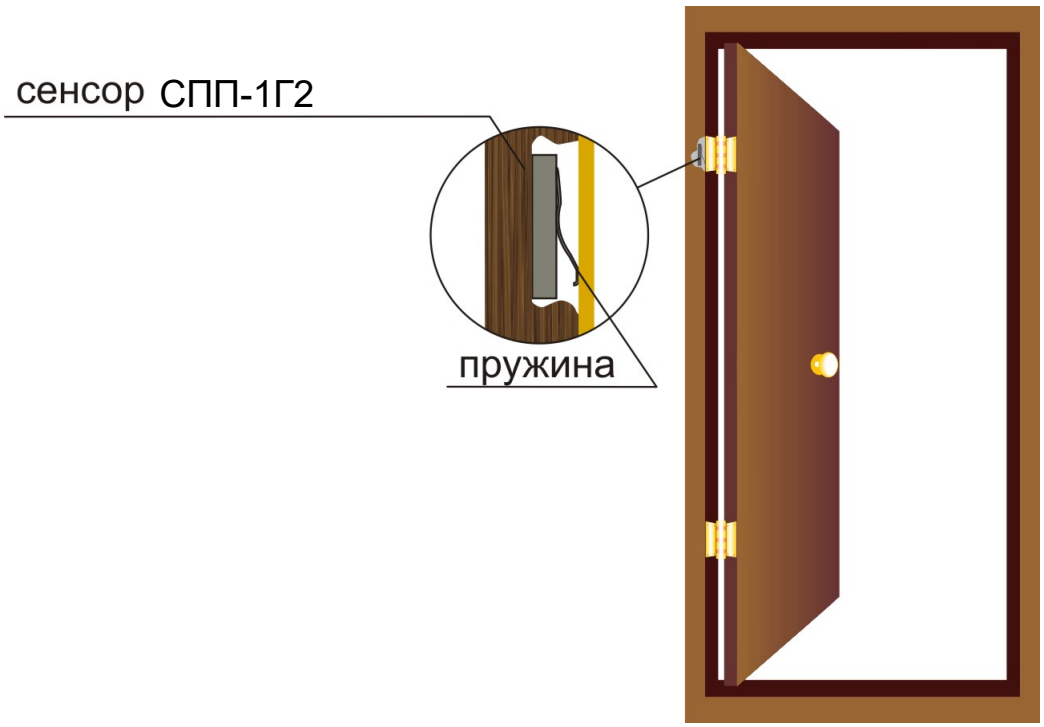

Рисунок 2.12
2.2.6.3 Для охраны дверей сенсор скрытно размещают в выемке под дверной петлей (рисунок 2.12).